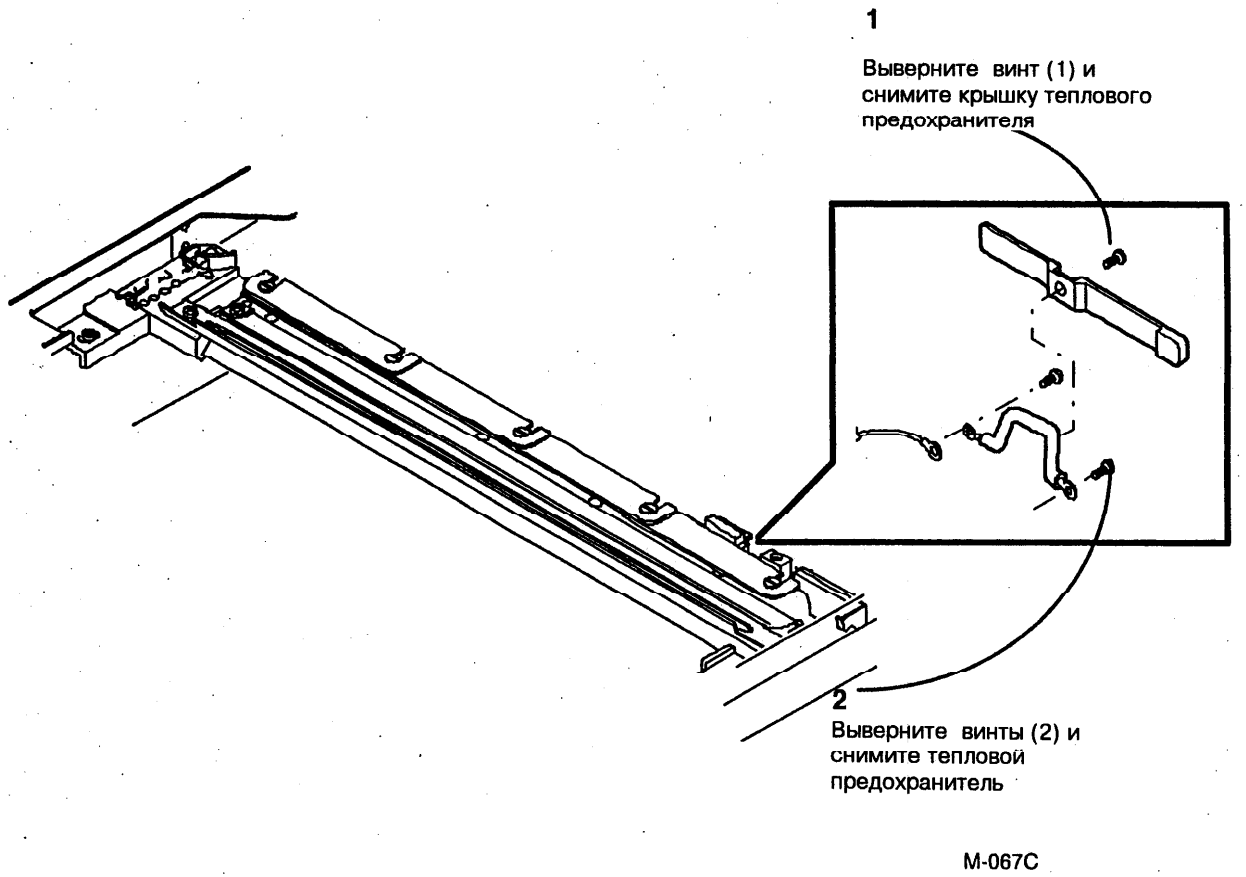

Рис. 1. Снятие теплового предохранителя (F1)
1. (Рис.1): Снимите тепловой предохранитель (F1).